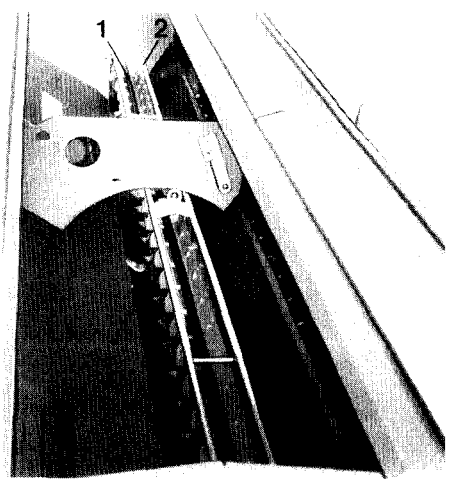

Fig. 36
b) Beizgerät mit Beizmittel füllen. Hierbei ist darauf zu achten, daß die Gummirührwelle (Fig. 36/1) im Beizmittelbehälter (Fig. 36/2) senkrecht steht. Diese Stellung kann durch Drehen am Antriebsrad der angehobenen Drillmaschine erreicht werden.